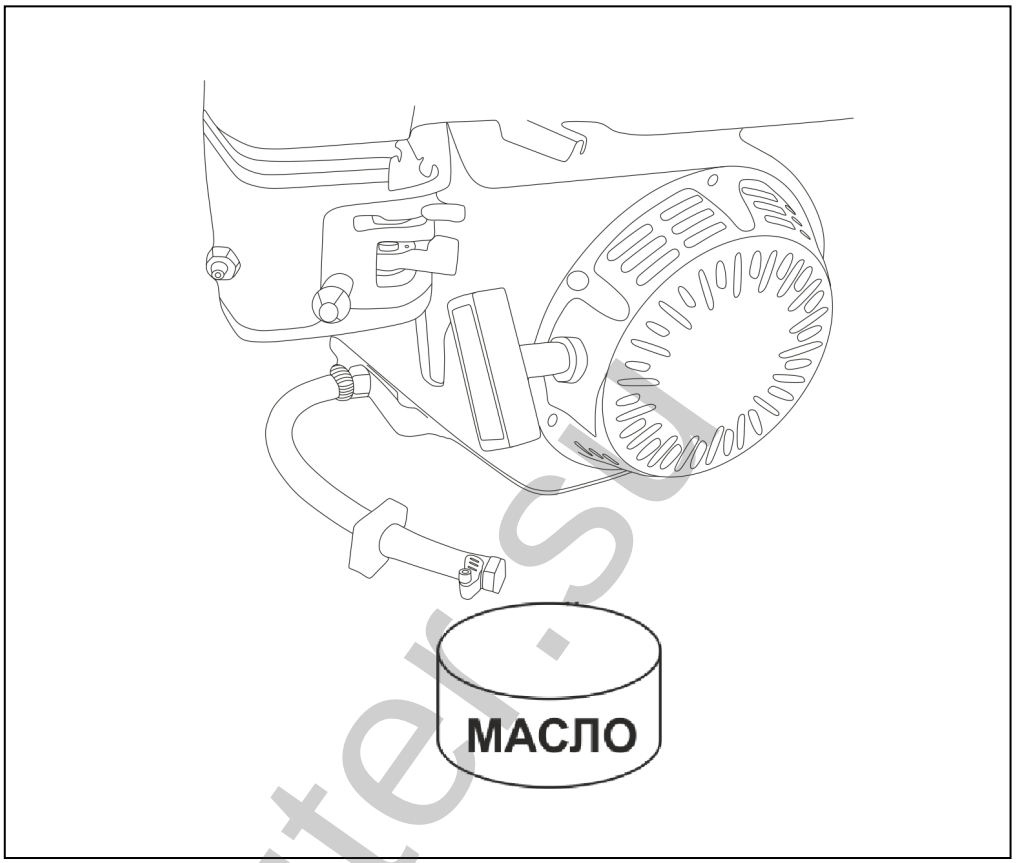

Рис. 14. Замена масла в двигателе.
4. Открутите болт со шланга и слейте отработанное моторное масло через шланг в подготовленную для этого емкость (Рис. 14).